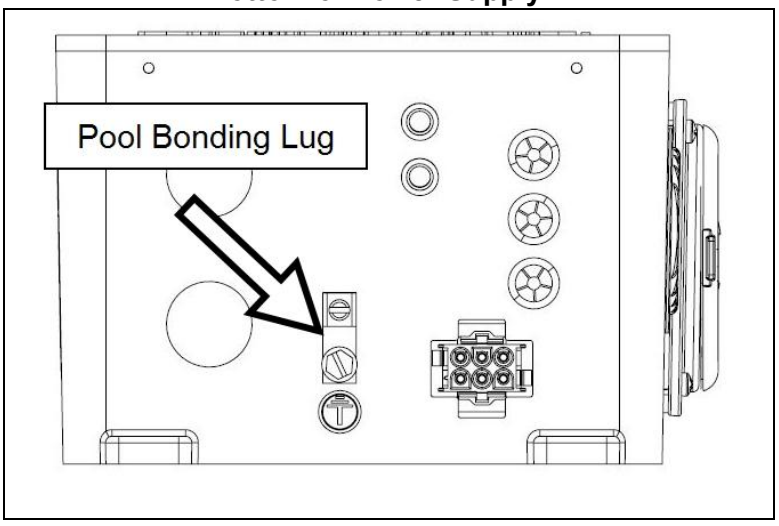

Figure 15
- Use the lug located on the bottom of the power supply with #8 solid bonding wire to bond the Evolve™ to the pool equipment. See **Figure 15**.